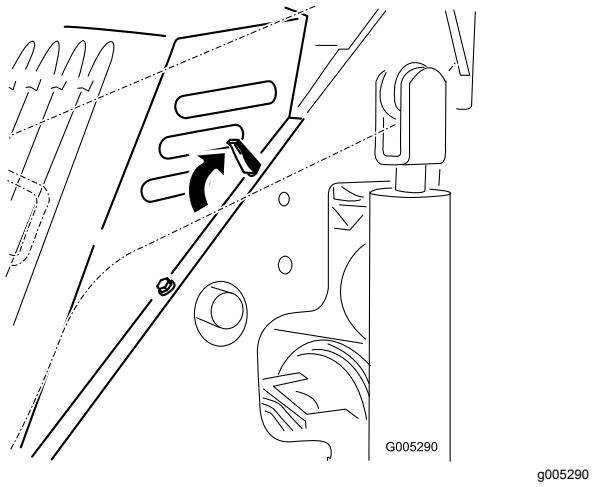

Rysunek 17
4. Zwolnij 4 zatrzaski blokujące (Rysunek 17).
1. Umieść pokrywę na ramie maszyny, dopasowując trzpienie pokrywy do otworów w ramie (Rysunek 17).
2. Zamocuj pokrywę poprzez dociśnięcie zatrzasków blokujących do przodu i w dół (Rysunek 17).